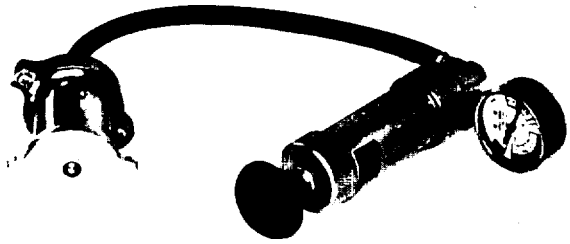

Figure 4-25. Pressure Testing Radiator Cap
h. The radiator pressure relief valve can be tested for proper operation by means of the cooling system tester shown in figure 4-25. This device is manufactured by the Stant Manufacturing Co., and comes equipped with adapters so that it can be used to check the radiator and the radiator cap.